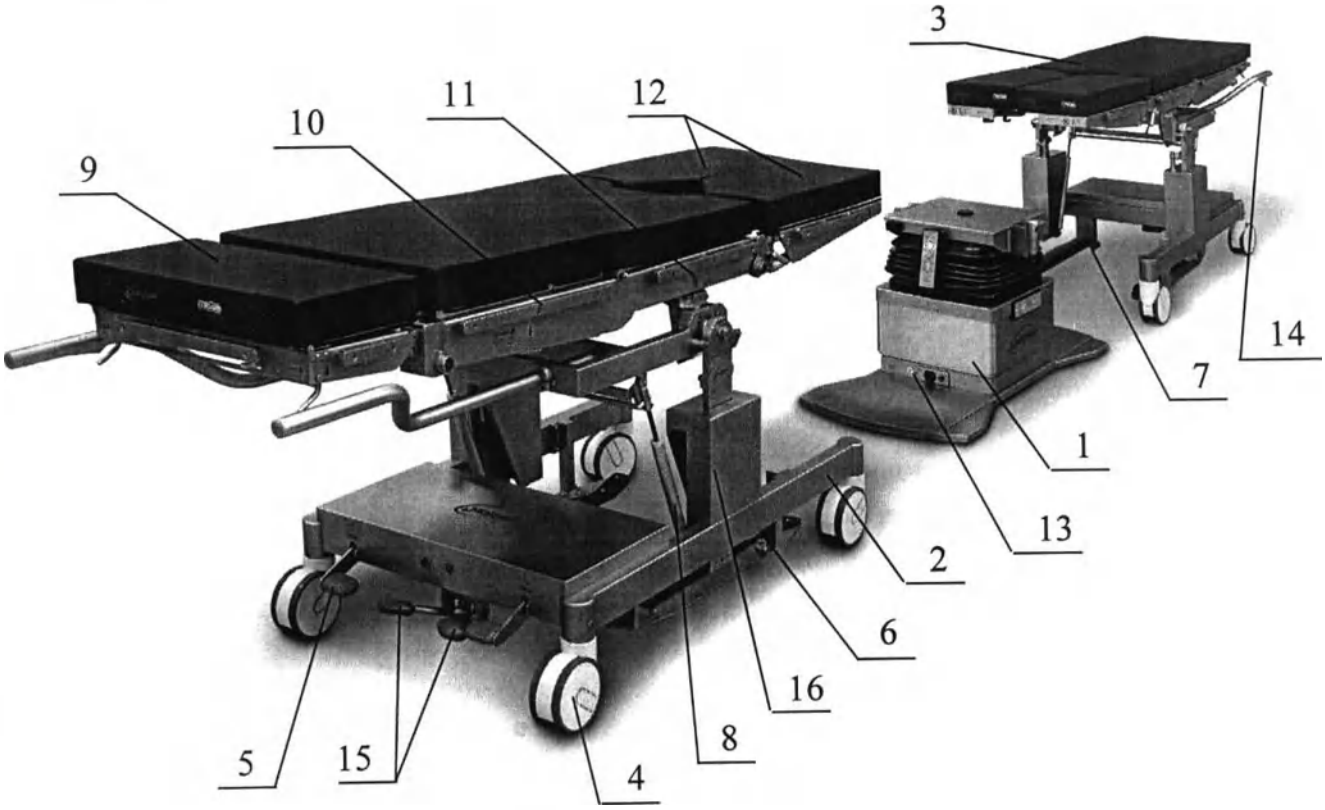

Рисунок.1
6.1 Стол операционный системный со сменными панелями (Рисунок 1) представляет собой систему, состоящую из тумбы 1, тележки для транспортирования панели 2 и съемнной панели 3. Данная система позволяет организовать работу операционного блока, значительно повысив его пропускную способность.
Таблица 5. Описание элементов стола согласно рис. 1
Универсальная панель стола состоит из секций: головной 9, спинной 10, центральной (тазобедренной) 11 и ножной 12 (Рисунок 1). Ножная секция состоит из двух частей – правой и левой.
Тележка для транспортирования панели, состоит из рамы, колесных опор 4 (Рисунок 1) диаметром 150 мм, центрального тормоза 5, подъёмного механизма 16 с механо-гидравлическим приводом 15 (для тележки с подъемом), позволяющим регулировать высоту тележки от 685 до 920 мм.
Направляющие 6 и регулируемый упор 7 (Рисунок 1) предназначены для стыковки с тумбой при перекладывании панели с тележки на тумбу или с тумбы на тележку.
Для удобного перемещения тележки по прямой траектории необходимо выставить задние колеса (со стороны ручек) вдоль тележки и перевести педаль центрального 5 (Рисунок 1) тормоза вверх, зафиксировав направление колес.